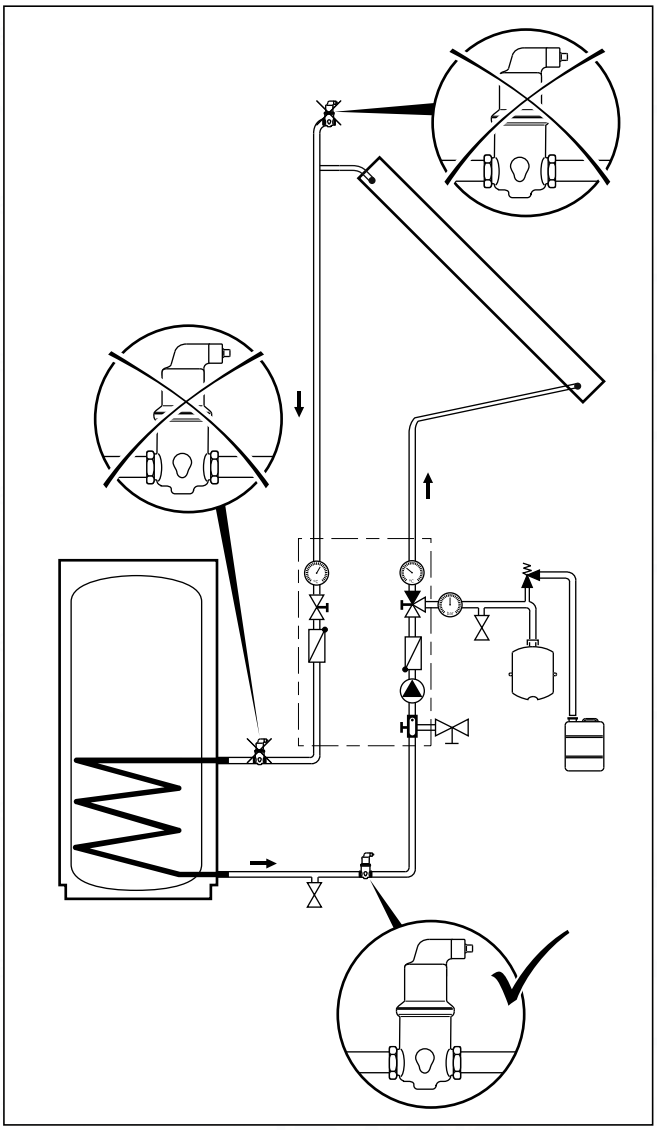

Fig. 6.2 Automatic air separator system
- Venting via an air separator system (→ **Fig. 6.2**)